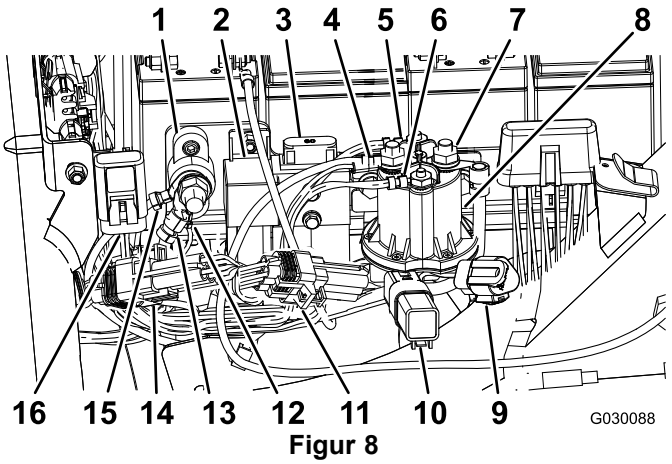

Figur 8
11. Ta bort locket från säkringen på 10 A 58 volt (en röd kabel och en gul kabel), se Figur 8.